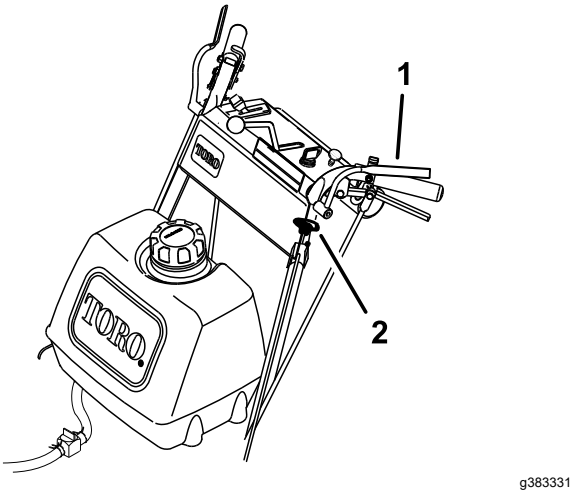

Figuur 10
1. Druk de dodemanshendels tegen de handgrepen (Figuur 10).
2. Trek de maaimesschakelaar (aftakasschakelaar) naar boven en hou de dodemanshendels tegen de handgrepen (Figuur 10).